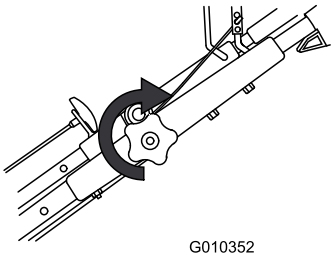

Figur 4
2. Stram øvre håndtaksknott så mye som mulig (Figur 4).